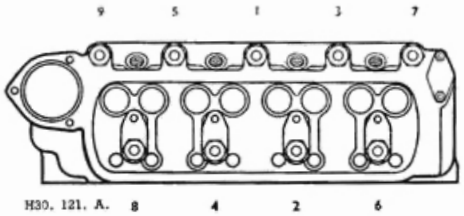

Fig. A.15.
(1) Drain the cooling system.
(2) Remove the air cleaner. Remove the rocker cover after unscrewing the two nuts securing it to the cylinder head; take care not to damage the cork gasket. On A30 engines prior to No. 52862 notice that there is a special locking plate above the front rocker shaft pedestal. Later A30 and A35 engines have four longer plates, one for each rocker shaft pedestal.
(3) Unscrew the eight rocker shaft pedestal fixing nuts and the five external cylinder head securing nuts gradually, a turn at a time, in the order shown in Fig. A.15, until all load has been released.